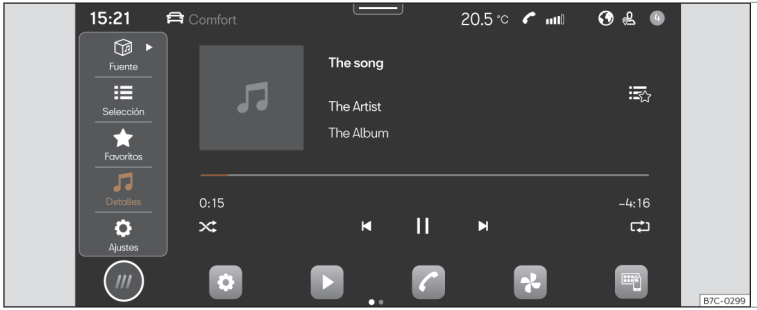

Fig. 128 Representación esquemática: Vista Multimedia
- Pulse **HOME** > ▶ »» **fig. 128** .